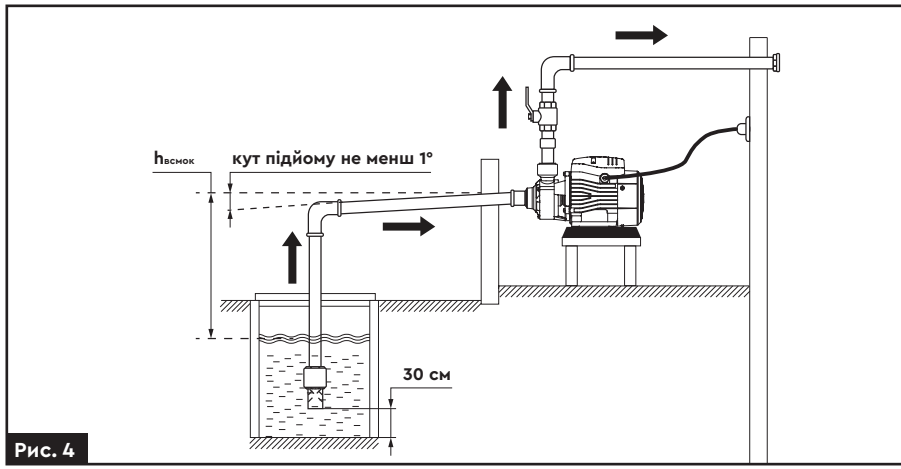

Рис. 4
- Для запобігання потрапляння піску і каміння в насосну частину, встановіть зворотний клапан з фільтром грубого очищення, вертикально на відстані 30 см від дна водного резервуару **(рис. 4)**.
- Необхідно забезпечити безперервний кут підйому труби від джерела водозабору до насоса (не менше 1°) для виключення скупчення повітря та утворення повітряних корків **(рис. 4)**.